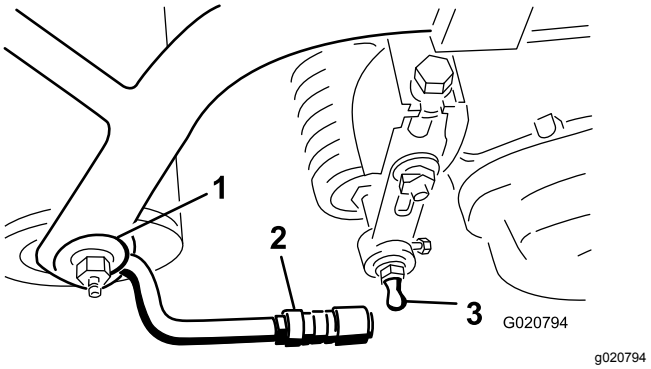

**Figur 8**
3. Før tilbake hylsen på kuleleddmottakeren, og hekt fast mottakeren på kulebolten på klippeenheten. Slipp hylsen, slik at den glir over bolten og låser delene sammen (Figur 8).